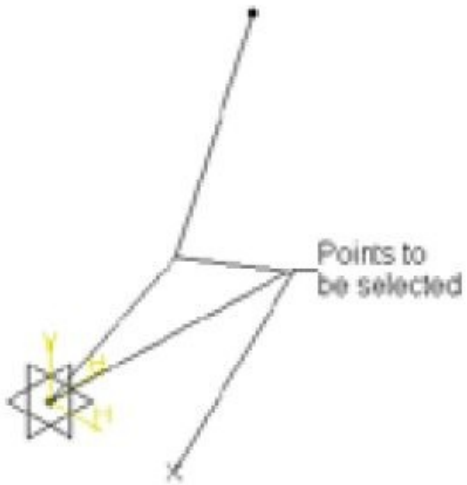

Figure 6-81 *Points to be selected to create a plane*
4. Create a plane by selecting the point at origin, the point at vertex, and the newly placed point, as shown in Figure 6-81.